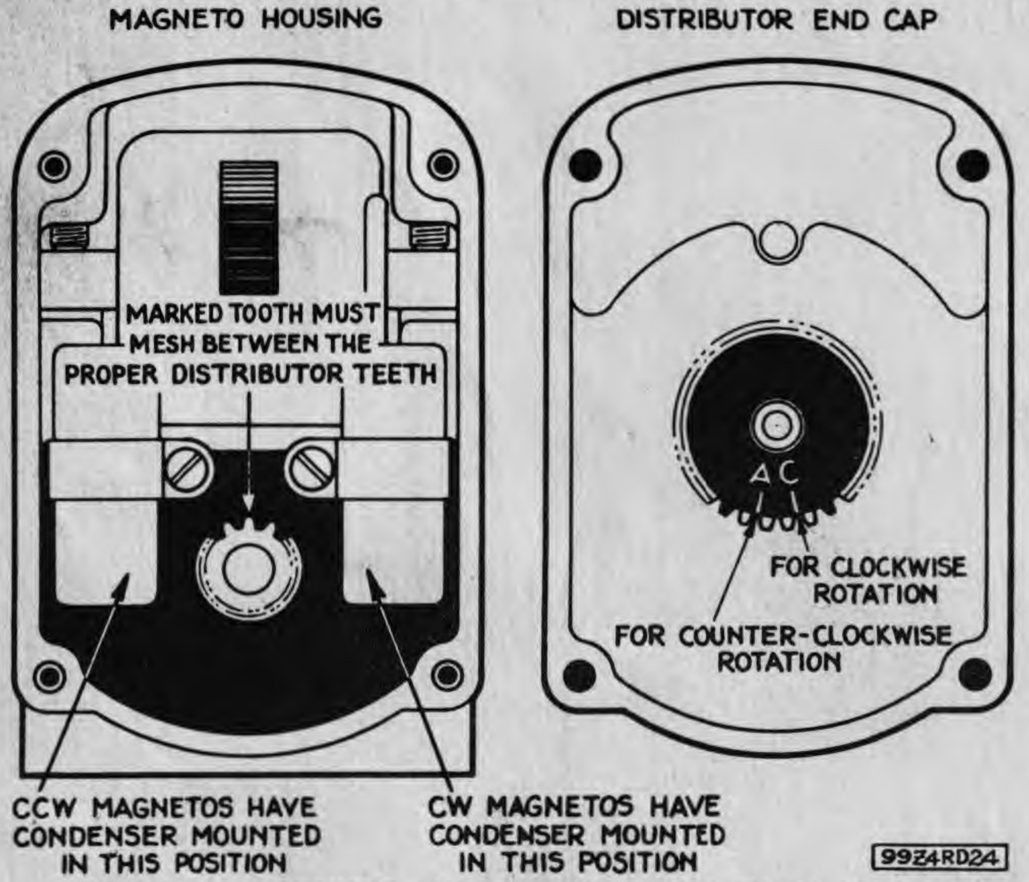

FIGURE 12 - MESHING GEAR TEETH - TYPE FM-J4 MAGNETOS
1. Clockwise (CW) rotation - The single beveled tooth of the rotor pinion must mesh between the two marked teeth of the distributor gear designated by the letter C.
3. The rotor of the magneto should be turned so that the marked tooth of the pinion points directly at the center of the coil as shown in Fig. 12. The distributor gear should be turned so that the marked teeth are along the lower edge.